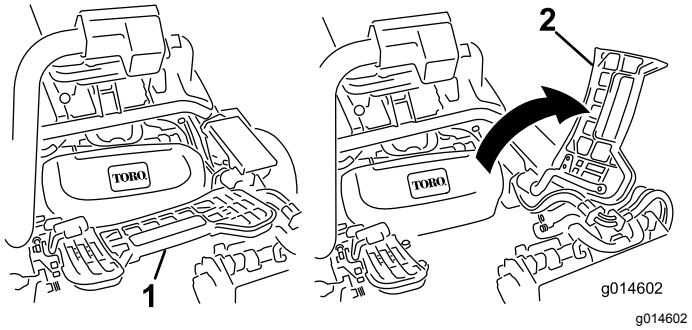

Figur 42
1. Hæv fodstøtten, og vip den åben, så du får adgang til klippeenhedens midterste position (Figur 42).